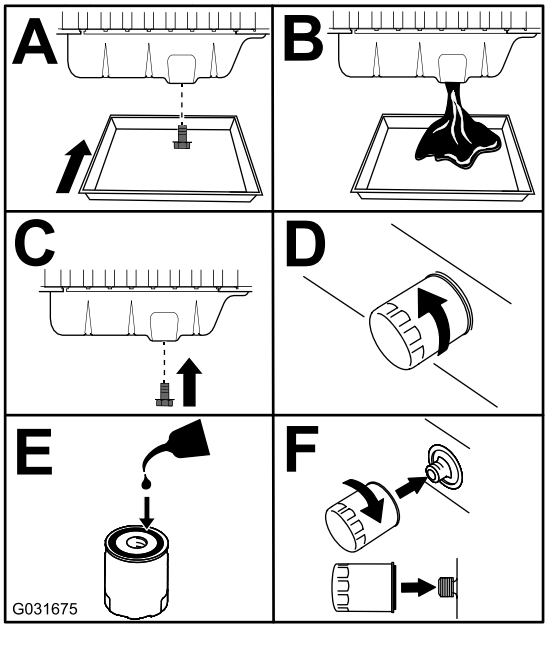

Figuur 75
3. Ververs de motorolie en vervang het filter (Figuur 75).